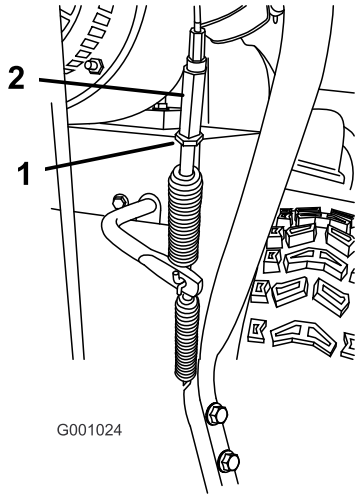

Figur 46
5. Løsn kontramøtrikken (Figur 46).
6. Løsn eller spænd den spændemøtrik, der justerer spændingen på kablet (Figur 46).